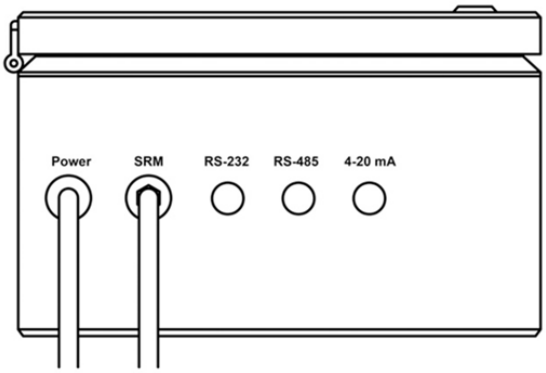

Figure 3. DPM
2. Data Processing Module (DPM) – Figure 3